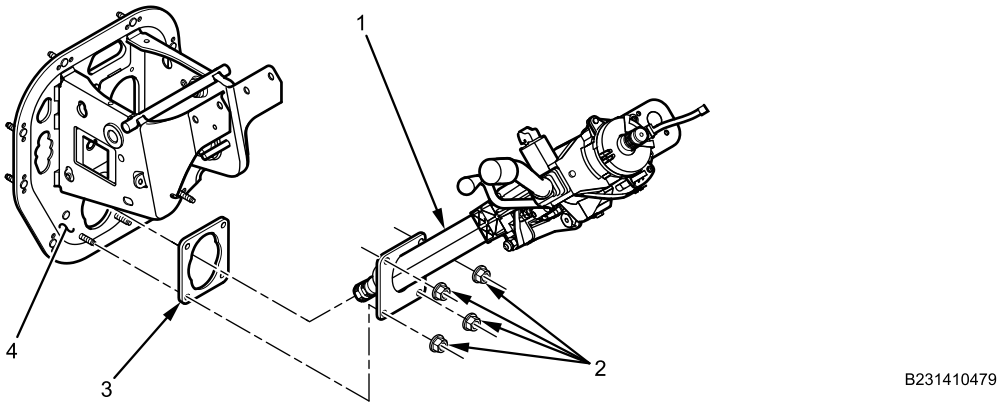

Figure 6. Lower Steering Column.
8. Remove four flange nuts (Figure 6, Item 2) at bottom of steering column (Figure 6, Item 1).
9. Lift steering column (Figure 6, Item 1) up and towards driver seat to disengage splines at steering shaft.
10. Remove and discard gasket (Figure 6, Item 3) at steering column bracket (Figure 6, Item 4).